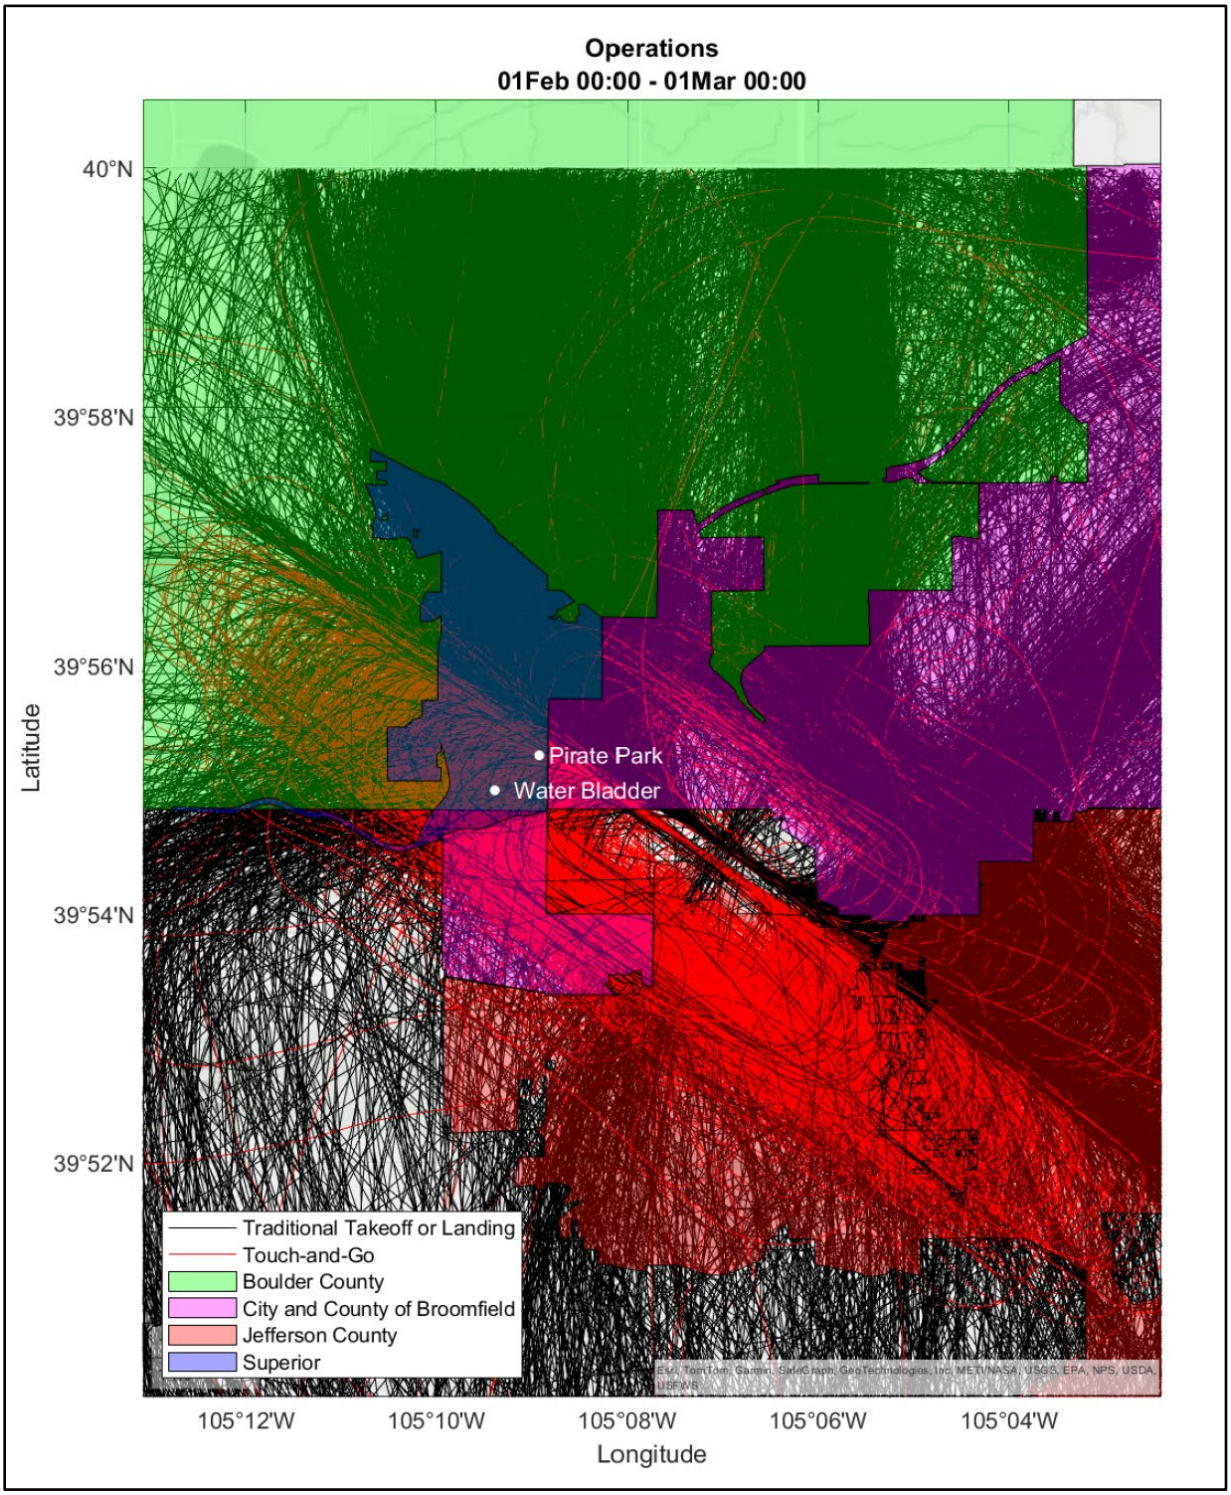

Figure 4 – All Flight Paths in February 2026 (11,210 Operations; 3,293 T&G)
- Figure 4 shows the flight paths for the entire month of February 2026.